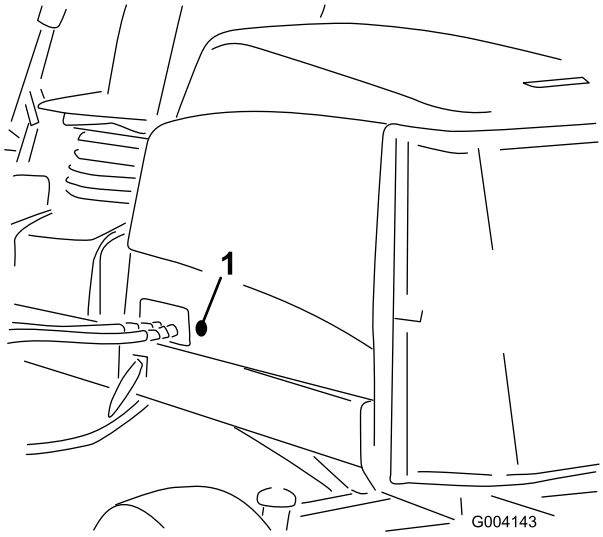

Figura 15
2. Retire el tapón de goma del taladro de lado izquierdo del capó (Figura 15).